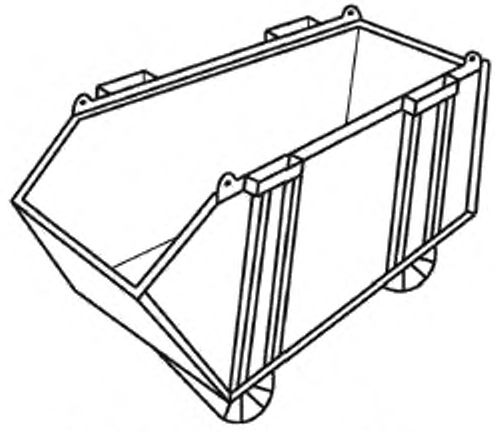

Рисунок 26 — Лотковый ящичный поддон
4.2.6 **лотковый ящичный поддон:** Ящичный поддон, одна или несколько стенок которого расположены с наклоном для обеспечения удобства выгрузки содержимого (см. рисунок 26).